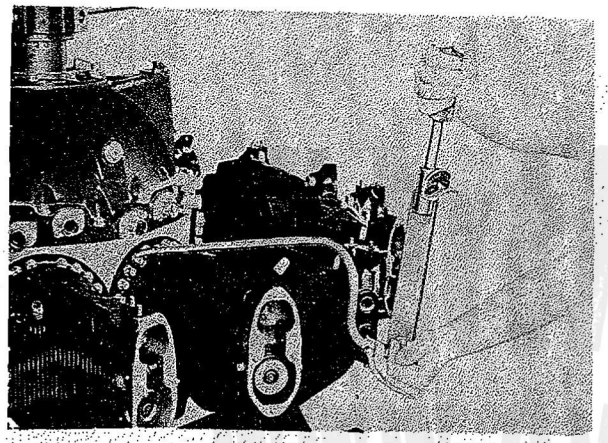

Figure 234—Installing Cylinder Hold-Down Cap Screw
k. Install a spherical seat washer on each cap screw and install the cap screw immediately after applying Glyptal, or its equivalent, to the threads. Install all the cap screws and tighten to the proper torque with the above-mentioned wrench and handle. Refer to Table of Limits for the proper torque. Tighten two cap screws approximately 90 deg from the locating cap screws first and then those approximately 45 deg from the first, repeating this procedure until all the cap screws have been tightened. Remove the two locating cap screws and replace with the standard spherical washers and cap screws and tighten to the specified torque value. Refer to Figure 234.